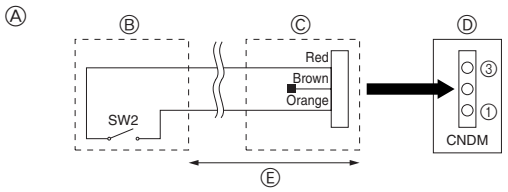

Fig. 8-2
8.2. Vraagfunctie (wijziging ter plaatse) (Fig. 8-2)